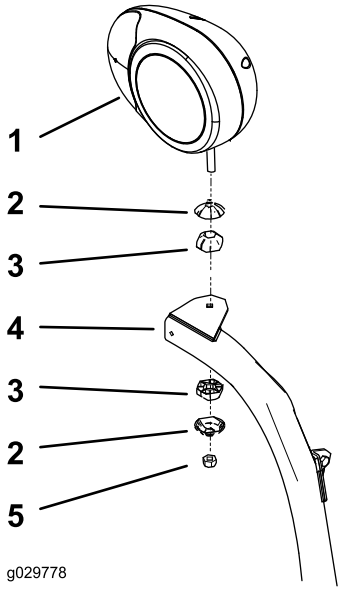

Figure 11
2. Fasten the left and right headlight assemblies to the headlight brackets (Figure 11) with the fasteners supplied with the lights.